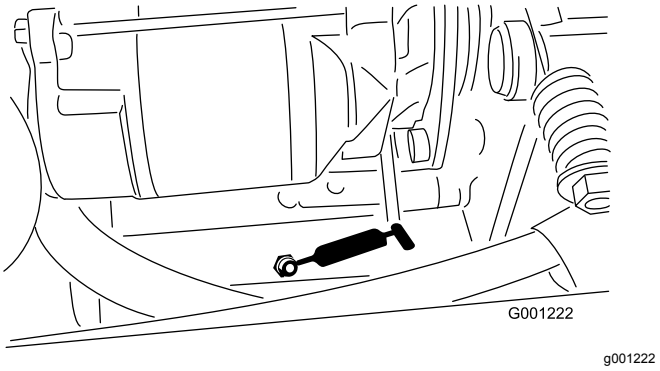

**Figur 37**
- Spændingsdrejetap til kraftudtag (Figur 37)
- Bageste kraftudtagsleje (Figur 37)